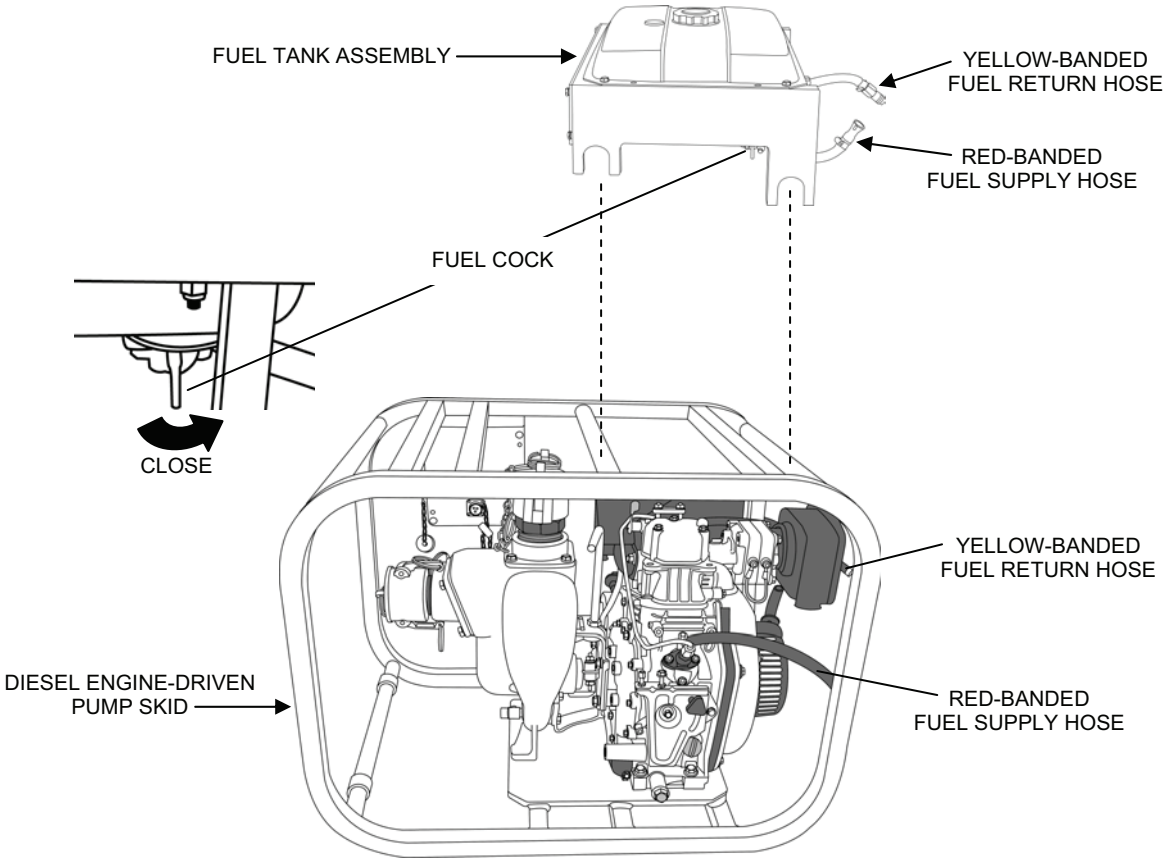

Figure 7. Extended Distribution Pump P-8 Skid Fuel Tank Assembly Removal.
1. (P-8 Pump Skid only) Remove the fuel tank assembly from the skid as follows (see Figure 7):